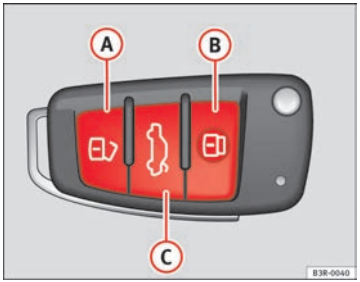

Fig. 77 Remote control key: Control buttons
– Press button (A) ⇒ fig. 77 for about 1 second.